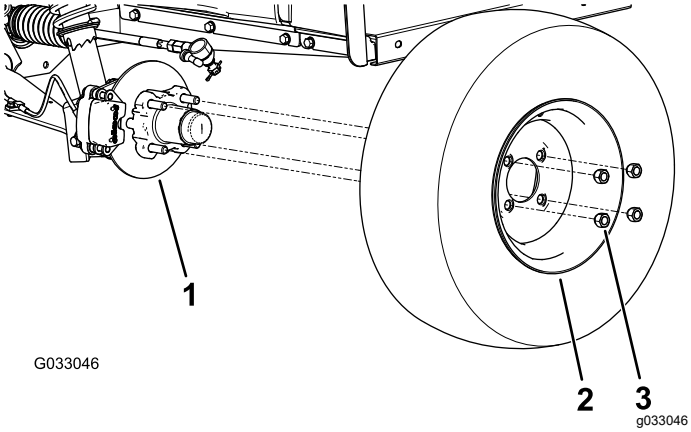

Figuur 31
2. Verwijder de 4 wielmoeren waarmee het wiel aan de naaf bevestigd is (Figuur 31).
4. Lijn de openingen in het wiel uit met de bouten van de naaf en monteer het wiel op de naaf met het ventiel naar buiten gericht (Figuur 31).
5. Bevestig het wiel aan de naaf met de wielmoeren (Figuur 31).